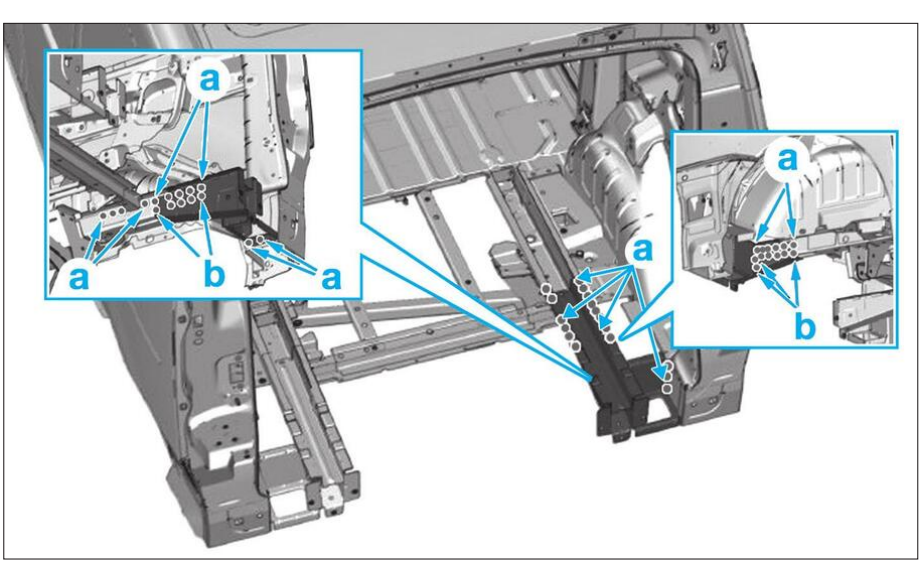

FIG. 114
• Souder par points électriques en (a) **(Fig.114)**.